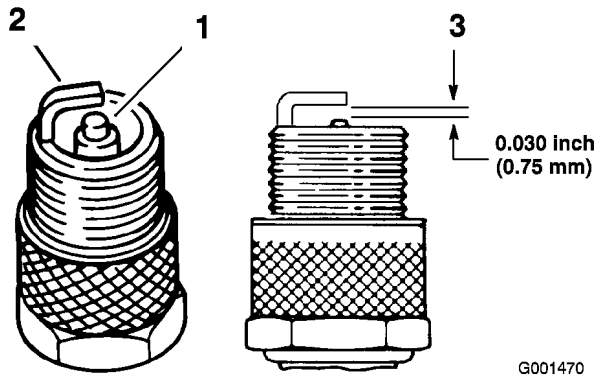

Figur 40
1. Titta i mitten av tändstiften (Figur 40). Om isolatorn är ljust brun eller grå fungerar motorn
2. Kontrollera avståndet mellan mitt- och sidoelektroderna (Figur 40). Böj sidoelektroden (Figur 40) om avståndet är felaktigt.
3. Anslut kablarna till tändstiften (Figur 40).